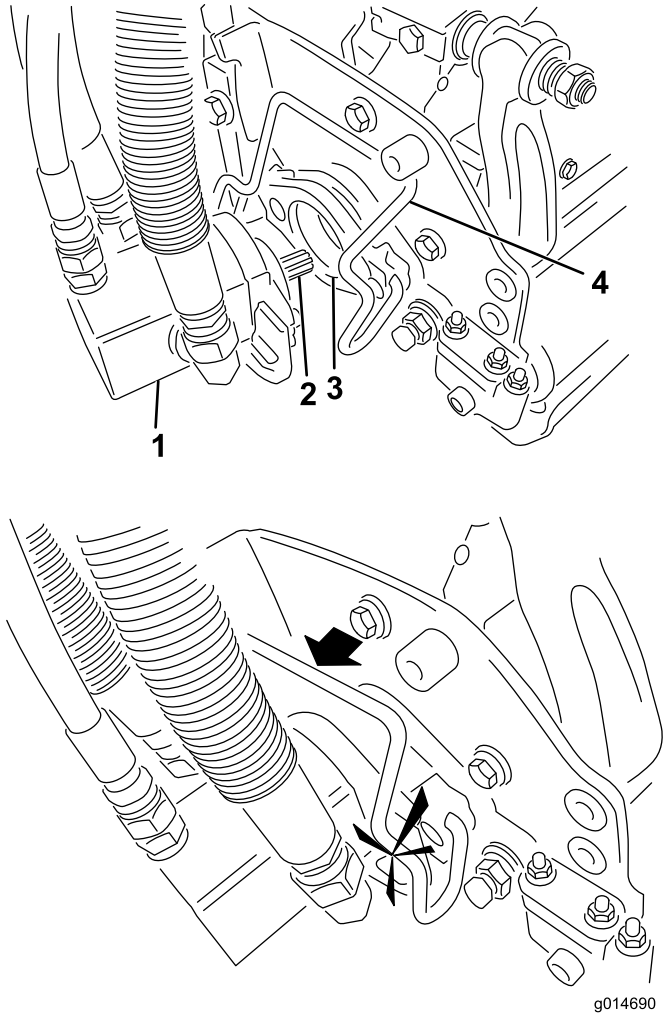

Figur 35
5. Dekk kileakselen i klippeenhetsmotoren med rent smørefett (Figur 35).
6. Sett motoren inn på klippeenhetens venstre side (fra brukerens synspunkt), og dra motorholdebøylen på klippeenheten mot motoren til du hører et "klikk" på begge sider av den (Figur 35).